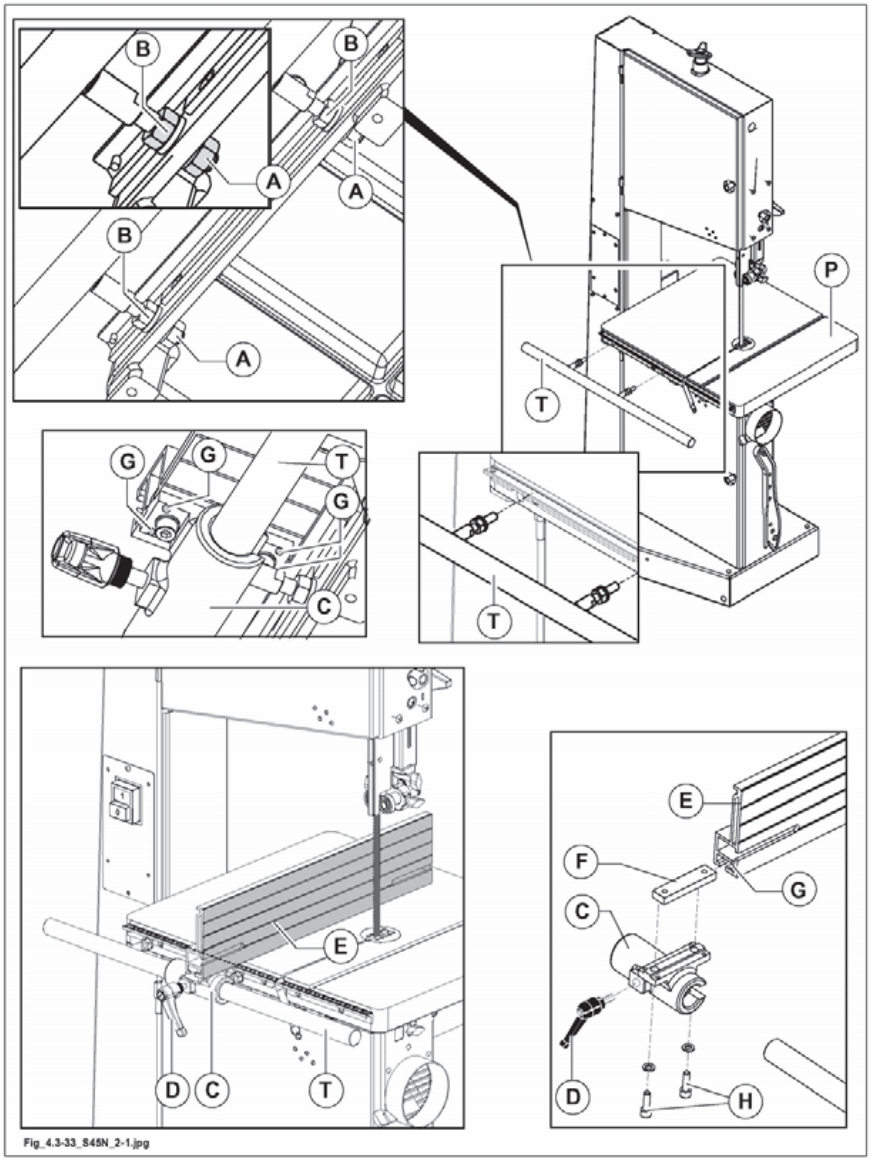

Fig. 4.3-33
For transport reasons round bar (T fig. 4.3-33) may be demounted.
- Insert the screws already fitted to the round bar (never remove these screws) into the holes of table and of additional table (P fig. 4.3-33), then fasten it in the right position by means of proper nuts (A fig. 4.3-33).
- Position the support (C fig. 4.3-33) on the slider (T fig. 4.3-33) and tighten lever (D fig. 4.3-33).
- Fit the fence (E fig. 4.3-33) inserting the wedge (F fig. 4.3-33) in slot (G fig. 4.3-33) and tighten the screws (H fig.4.3-33).
the guide is already set at 90° to the saw blade. For further adjustment use the nuts (A, B fig. 4.3-33) and the dowels (G fig. 4.3-33).